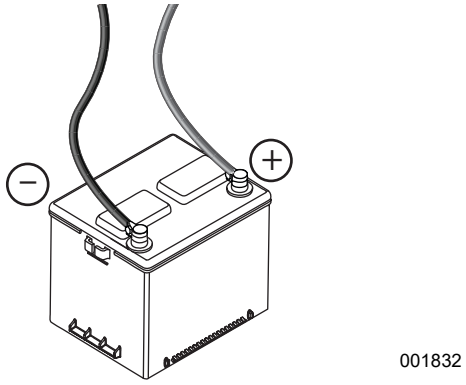

Figure 4-9. Battery Cables
4. See ***Figure 4-9***. Inspect battery posts and cables for tightness and corrosion. Tighten and clean as necessary.